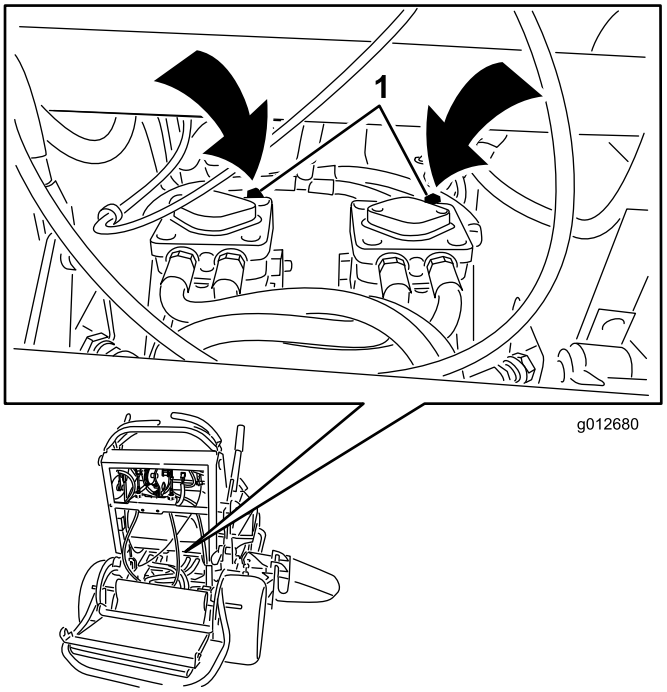

Figuur 25
3. Open de omloopventielen op beide pompen door deze 1 tot 2 slagen linksom te draaien. Hierdoor kan de hydraulische vloeistof langs de pomp worden geleid en kunnen de wielen draaien (Figuur 25).